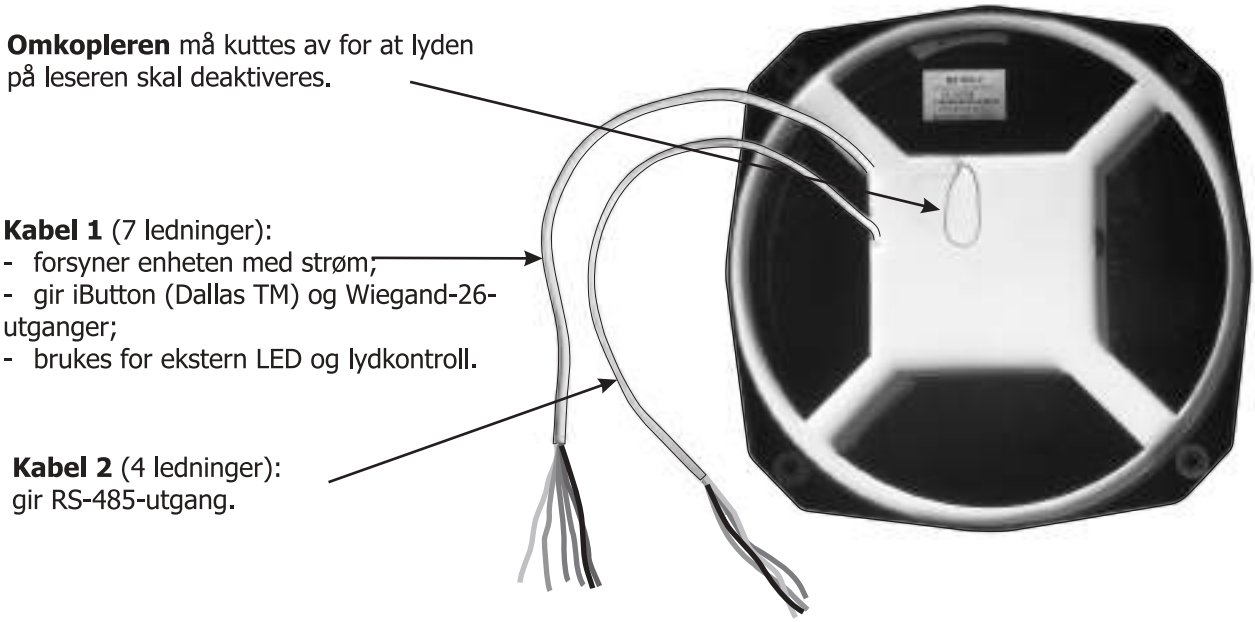

Figur 2. *Baksiden av leseren.*
- Kople sammen ledningene i henhold til figur 2, 3, 4, 5.